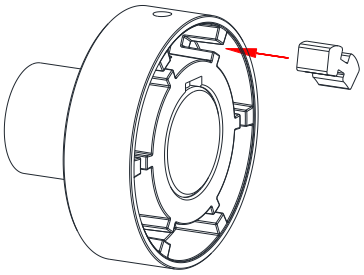

Bild 7: Montage der Torsionsdämpfer
- Setzen Sie die Torsionsdämpfer in das Taschenteil ein (siehe Bild 7).